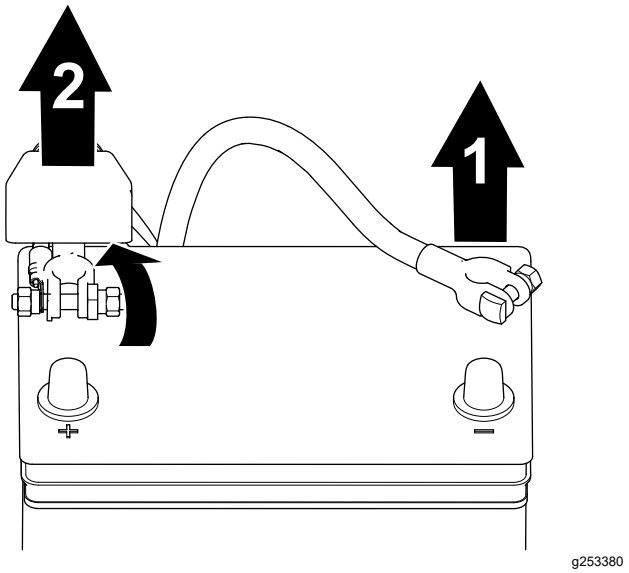

Figuur 40
1. Koppel de minkabel los van de accupool (Figuur 40).
2. Hef de isolatorkap op en koppel de pluskabel los van de accupool (Figuur 40).